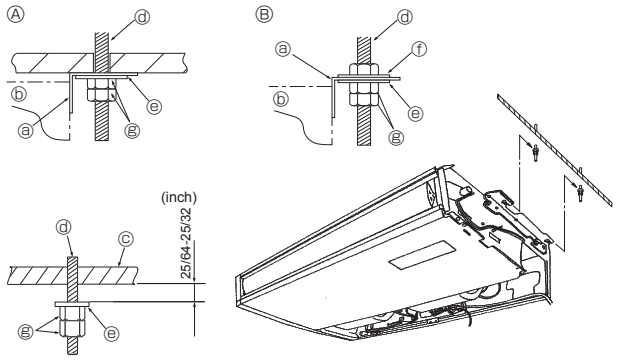

Fig. 3-6
3.3. Instalación de la unidad interior (Fig. 3-6)